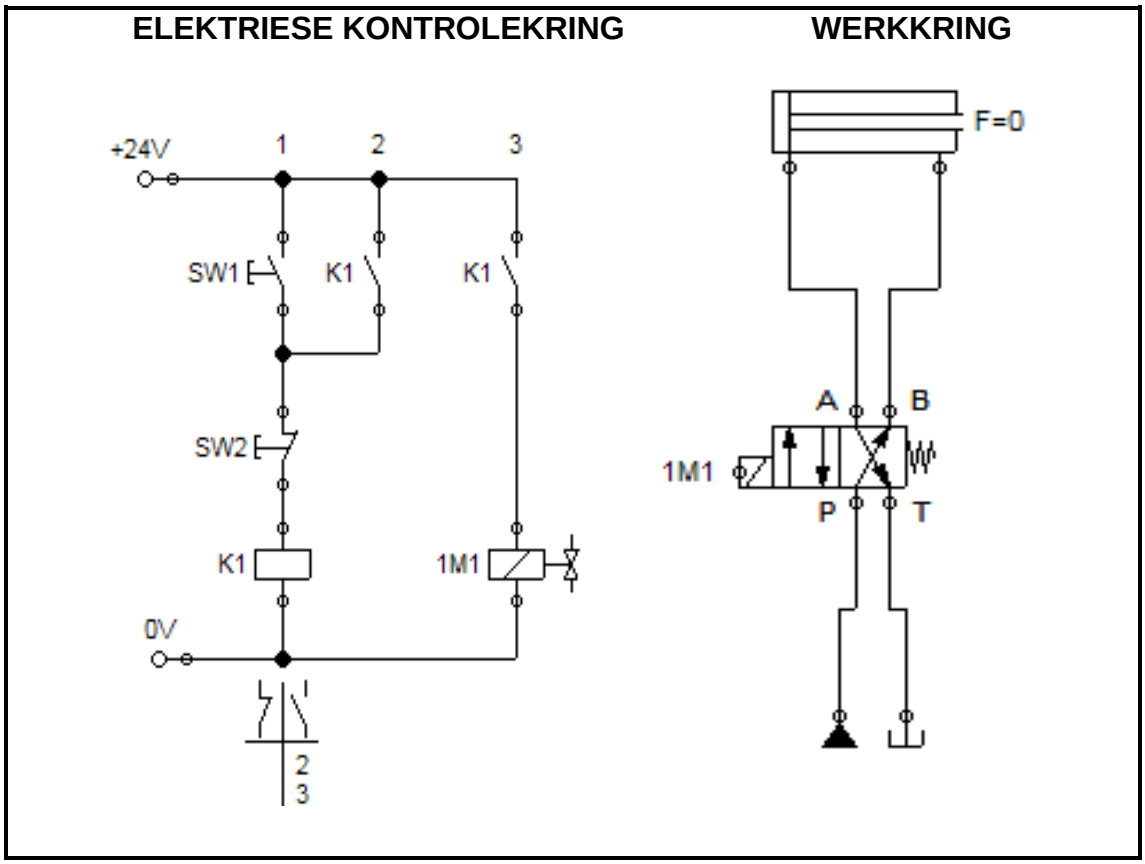

FIGUUR 3
5.4 FIGUUR 3 verteenwoordig 'n elektrohidrouliese stelsel.